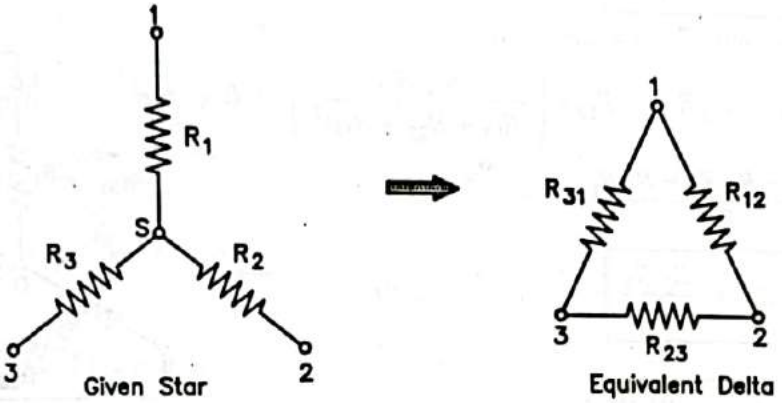

**FIG. 1.38 : STAR-DELTA TRANSFORMATION**
- Let us consider the three resistances $R_1$, $R_2$ and $R_3$ connected in star as shown in Fig. 1.38.